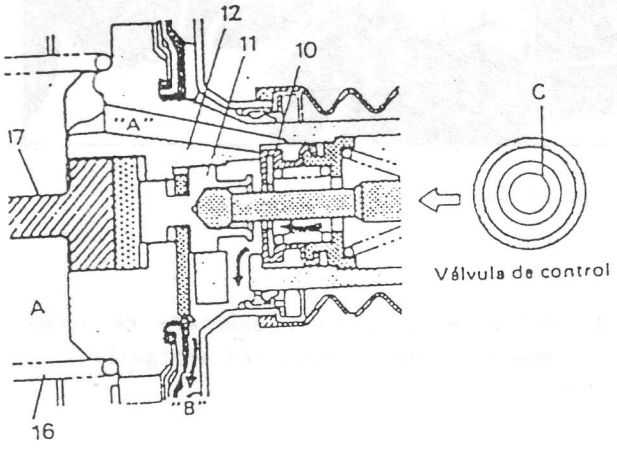

Fig. 19-23
(3) Varilla de mando
(7) Muelle de recuperación
(10) Válvula de control de vacio
(11) Válvula de aire
(12) Pistón del servofreno
(13) Chaveta de tope de la válvula de aire
(16) Muelle de recuperación del pistón
A medida que la válvula de aire (11) (Fig. 19-23) es desplazada hacia la izquierda, impulsada por la varilla (3) al aumentar la presión de frenado sobre el pedal, se va separando de la cara frontal de la válvula de control de vacio (10) (detalle "e") permitiendo así que el aire del exterior penetre en la cámara "B". Dicha entrada de aire provoca una diferencia de presión entre las cámaras "A" y "B". Cuando esta diferencia de presión, llega a ser mayor que la presión del muelle (16) de recuperación del pistón (12), dicho pistón se desplaza hacia la izquierda al igual que la válvula de control (10). De este modo, una ligera presión de frenado aplicada al pedal de freno se convierte en un fuerte empuje del vástago (17) del pistón del servofreno sobre los pistones del cilindro principal